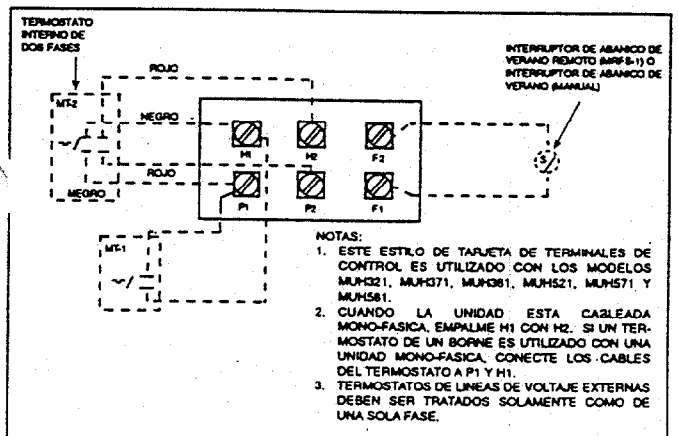

Figura 4. Tarjeta de Terminales de Control (para Calentadores sin Interruptor)
3. Cablee de acuerdo a la Figura 4 para unidades sin contactor.